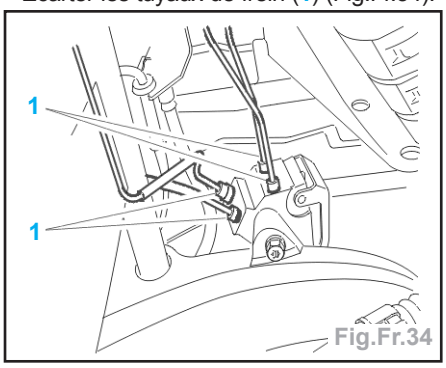

Fig.Fr.34
- Écarter les tuyaux de frein (1) (Fig.Fr.34).